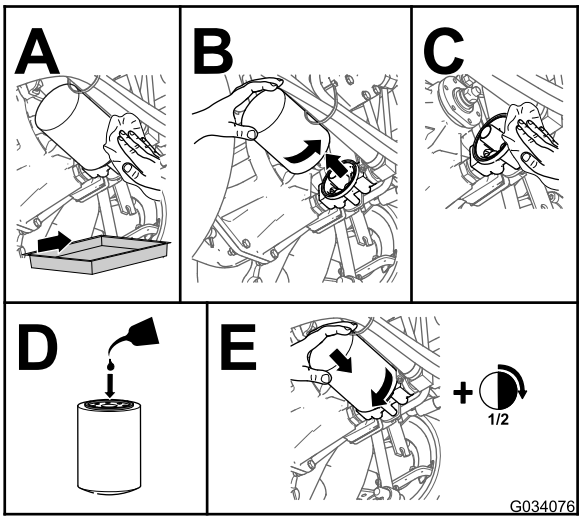

Figur 86
4. Byt ut hydraulfiltret (Figur 86).